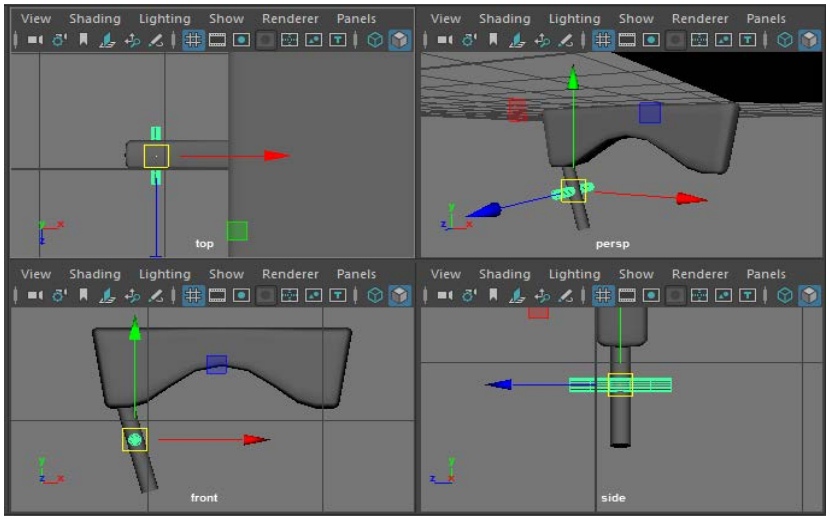

Figure 2-89 *Aligning bolt1 in all viewports*
13. Choose the **Scale Tool** from the Tool Box and scale *bolt1* uniformly. Next, choose the **Move Tool** from the Tool Box and align it in all viewports, as shown in Figure 2-89.